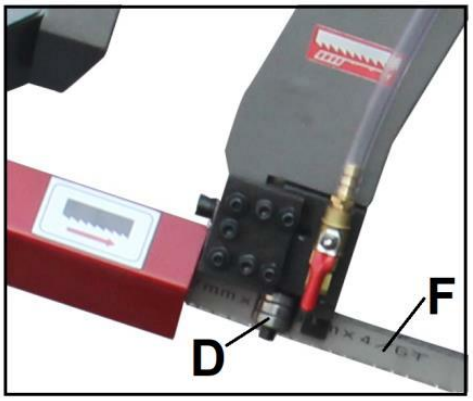

Рис.8.
Введите полотно (F) до упора в направляющий роликовый подшипник (D) так, чтобы задняя кромка полотна прилегала к направляющему кронштейну, как показано на Рис.8.